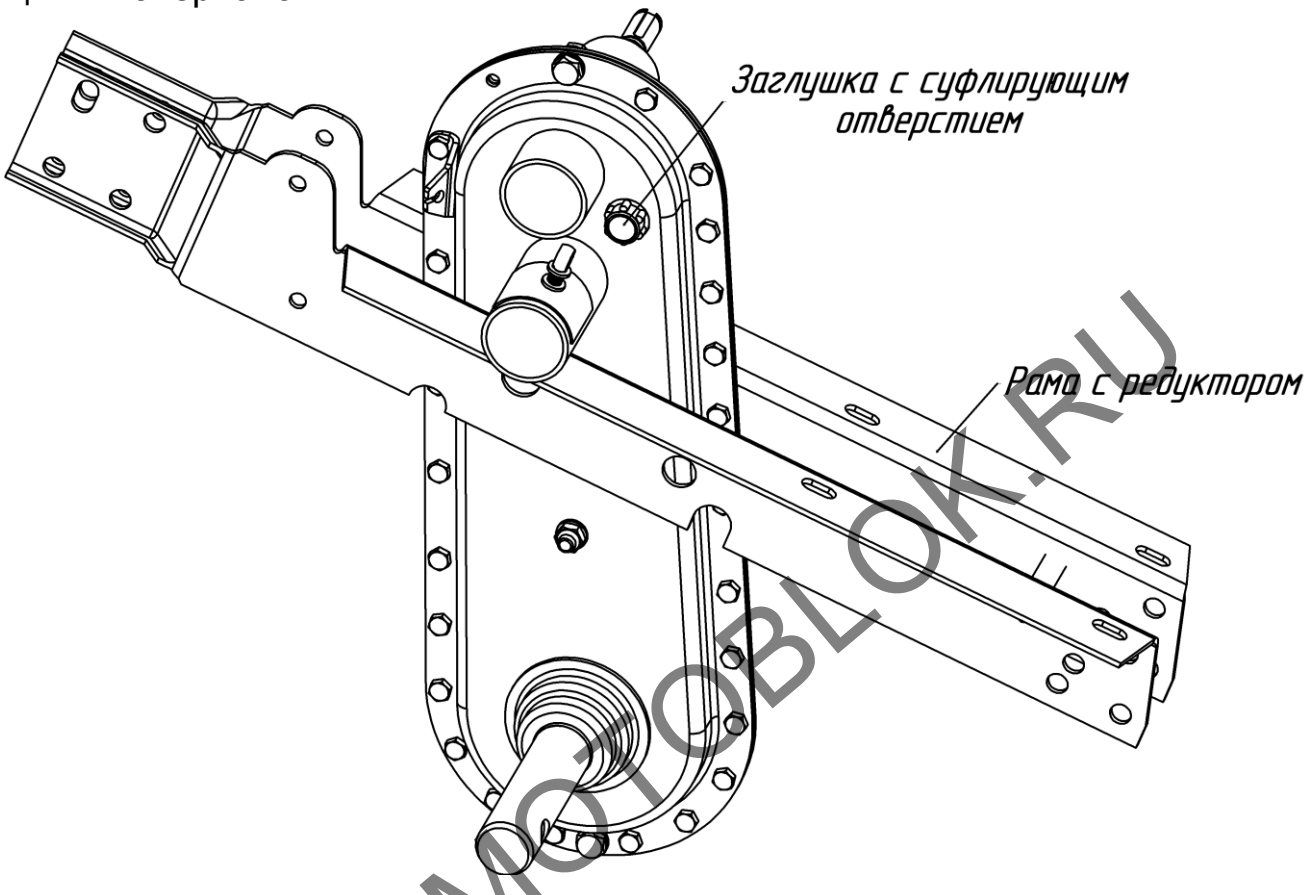

Рис.16 Рама с редуктором. Модификация МК80Р
– Отверните заглушку с суфлирующим отверстием и слейте через нее масло (рис.16). Используйте приспособление для откачки масла или демонтировав двигатель наклоните редуктор и слейте масло;